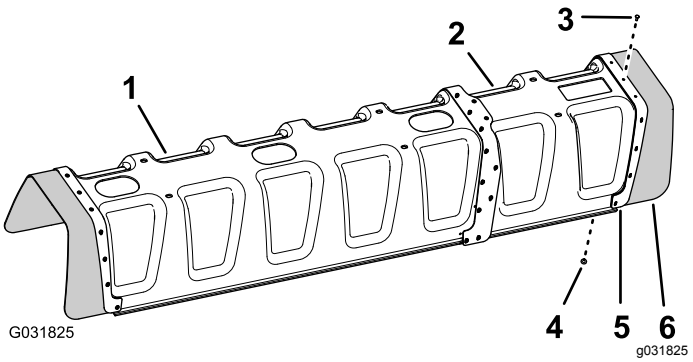

Figur 151
5. Placer hullerne i gummidækslet og i forstærkningspladen (enkelt række), som du afmonterede i trin 2, ud for hullerne i enden af afdækningsudvidelsen (Figur 151).